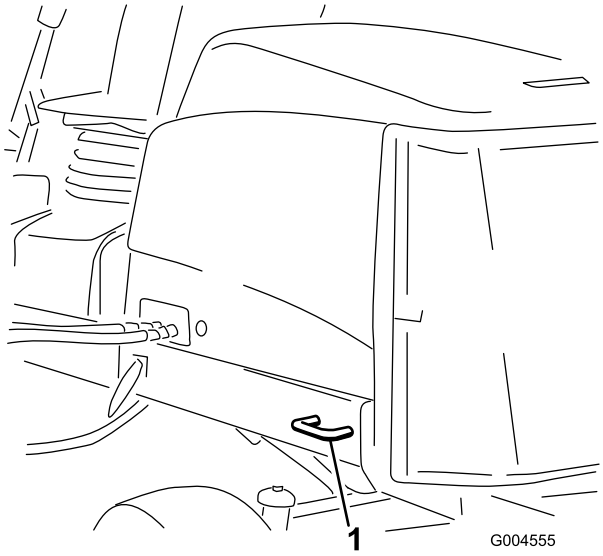

Figur 48
- Bak – på båda sidor av maskinen, på den bakre ramen (Figur 48).